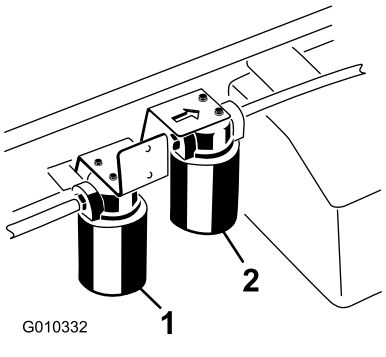

Figur 74
3. Ställ ett avtappningskärl under filtret och ta bort filtret (Figur 74).
1. Rengör runt området där högflödesfiltret monteras (Figur 74).